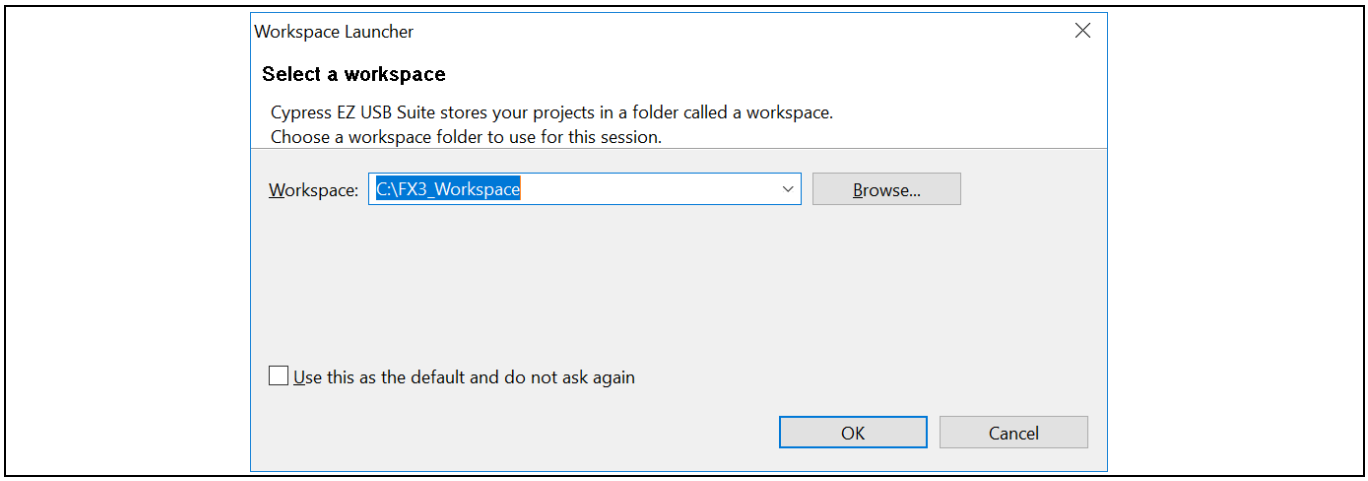

Figure 14　创建新 Workspace
b) 第一次打开 Eclipse IDE 时，您将被提示创建一个存储各 Eclipse 项目的 Workspace 文件夹，如 **Figure 14** 所示。请确保记下创建 Workspace 的位置。您编译的所有固件都位于 Workspace 文件夹中。